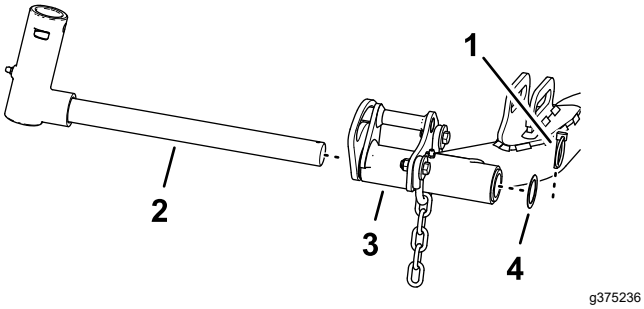

Figuur 17
1. Verwijder de lynchpen en de ring waarmee het juk van het draaipunt aan de hefarm is bevestigd, en schuif de as uit de hefarm (Figuur 17).